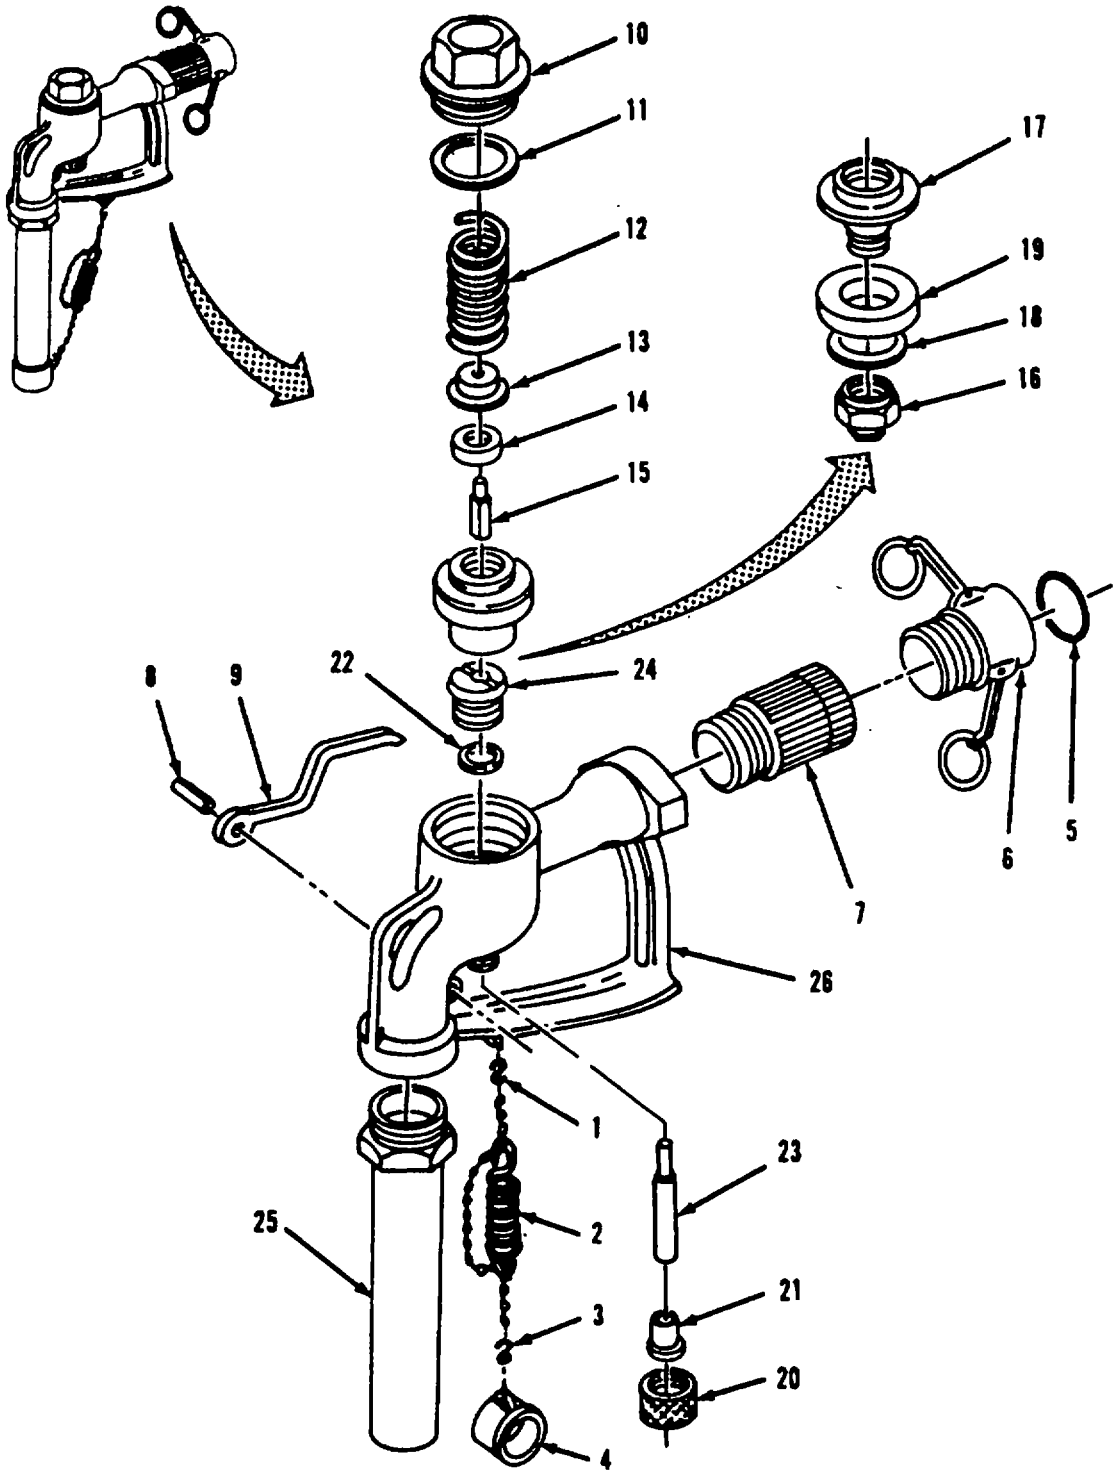

Figure 42. Distribution Nozzle (1 1/2-Inch) Disassembly
a. Disassembly. Refer to Figure 42.
(1) Disconnect S-hook (1) from body (26).
(2) Remove S-hook (1) from chain and spring (2).
(3) Remove tube cap (4) and S-hook (3) from chain and spring (2). Disconnect S-hook from tube cap.
(4) Remove gasket (5) from female coupling (6).
(5) Remove swivel (7) and female coupling (6) from body (26).
(6) Unscrew female coupling (6) from swivel (7).
(7) Drive out groove pin (8) and remove handle (9) from body (26).